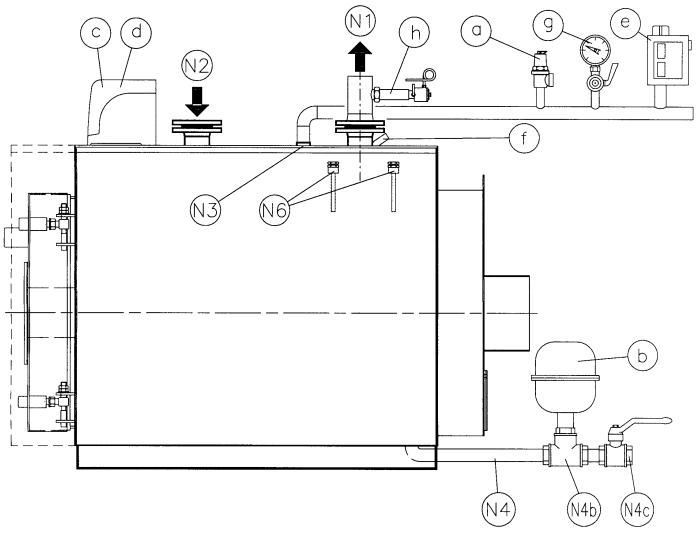

Рис. 1
3.2.1 ВОДОГРЕЙНАЯ ТЕПЛОВАЯ УСТАНОВКА С ЗАКРЫТЫМ РАСШИРИТЕЛЬНЫМ БАКОМ – Мощность топки ≤ 300.000 ккал/ч (Рис. 1)